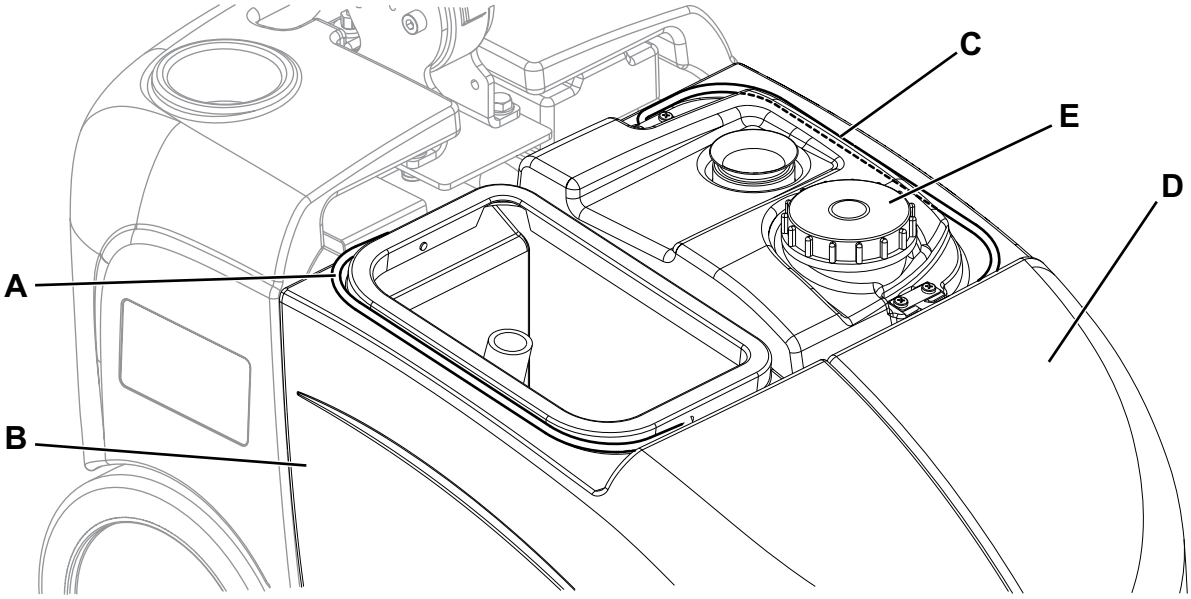

Abbildung 3
1. Sicherstellen, dass der Funktionswählschalter (31) sich in der Position „0“ befindet.
3. Durchsichtigen Deckel (24) abnehmen.
4. Schmutzwassertank (A, Abb. 3) am Griff (B) herausheben.
8. Reinigungslösungstank (D) am Griff (C, Abb. 3) herausheben.
9. Verschluss (E) öffnen und Reinigungslösungstank entleeren. Den Tank dann mit Frischwasser spülen.